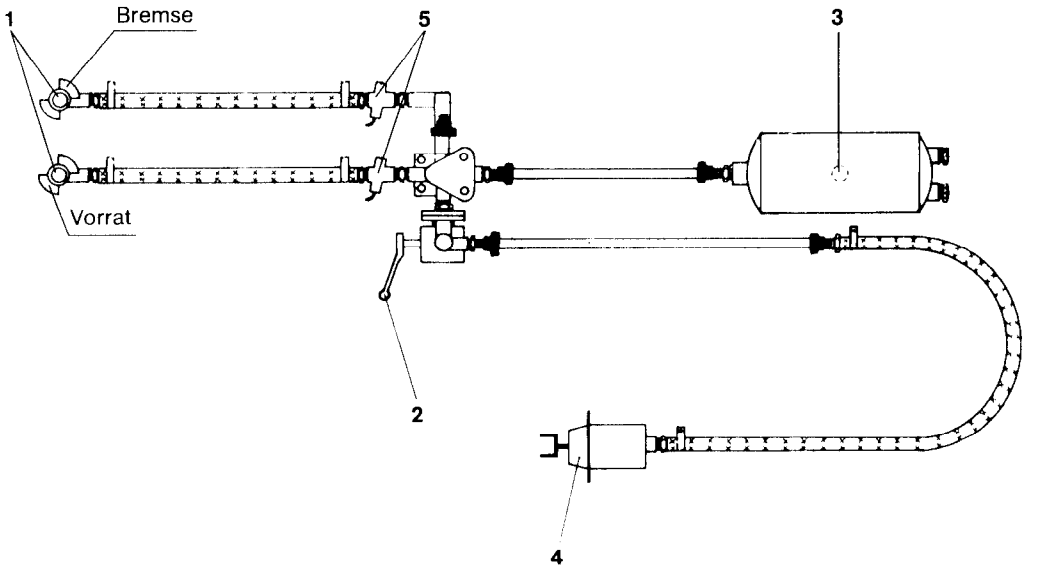

Fig. 32
b) Kupplungsköpfe (Fig. 32/1) vor dem Einkuppeln auf Sauberkeit überprüfen und auf richtiges Einrasten achten. Außerdem die Lage der Schläuche kontrollieren!
c) Handgriffstellung des Bremskraftreglers (Fig. 32/2) kontrollieren!
d) Erforderlichenfalls Luftbehälter (Fig. 32/3) entwässern! Reparaturen am Luftbehälter unzulässig!
f) Bremszylinderkolbenhub kontrollieren! Der Hub des Bremszylinders (Fig. 32/4) darf nur zu zwei Drittel ausgenutzt werden; sonst Bremse nachstellen! Beschädigte Staubschutzhüllen erneuern!
a) Der Einsatz der Rohrleitungsluftfilter (Fig. 32/5) ist in regelmäßigen Zeitabständen zu überprüfen und zu reinigen!